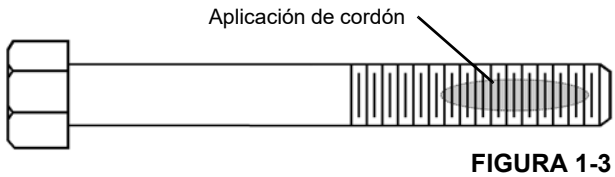

FIGURA 1-3
1. Aplique un cordón de varias roscas de ancho en la zona aproximada de contacto de las roscas (Figura 1-3).
3. Después de la instalación, la fijación se producirá en menos de treinta (30) minutos.